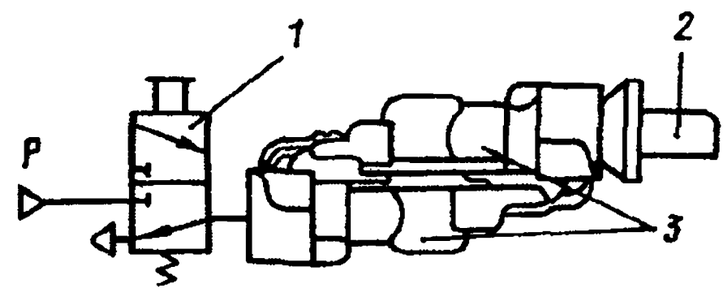

Рис. 328. Схема подключения соединительной головки:
10. Проведите испытание на работоспособность и герметичность, подключив приборы *3* (рис. 328) по изображенной схеме. Несколько раз включите и выключите кран *1*. Утечка воздуха не допускается	Стенд